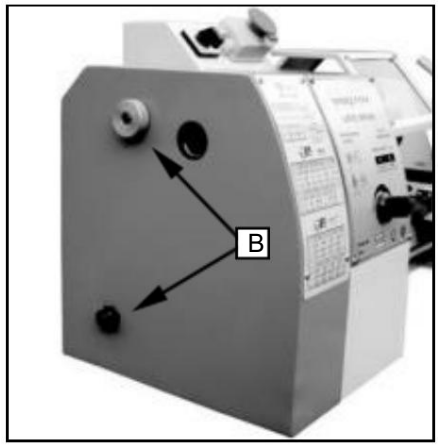

Fig. 15
1. Dévissez les deux vis de fixation (B, Fig.15) et retirer le couvercle de protection.